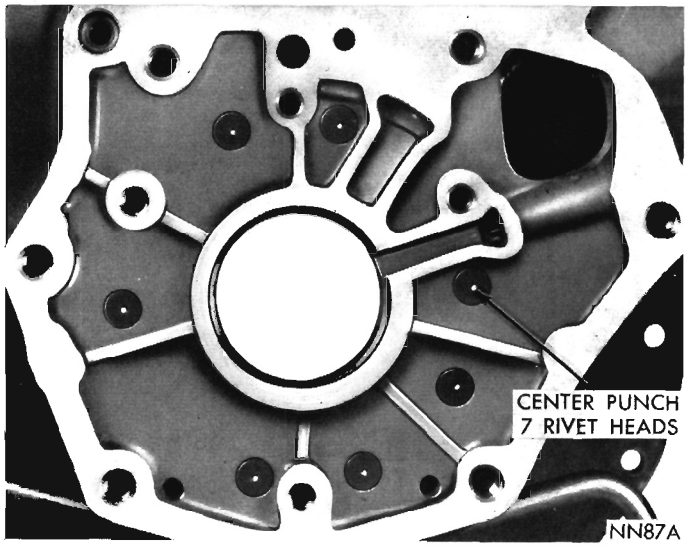

Fig. 87—Center Punch Rivet Heads (A-904)
(1) Remove four bolts securing output shaft support to rear of the transmission case. Drive support rearward out of the case with a wood block and hammer.
(2) Center punch the rivets **exactly** in center of each rivet head (Fig. 87).
(3) Drill through each rivet head with a 3/8 inch drill. **Be careful not to drill into the transmission case.** Chip off rivet heads with a small chisel, then drive rivets and cam from the case with a blunt punch of proper size.
(4) Carefully enlarge rivet holes in the case with a 17/64 inch drill. Remove all chips and foreign matter from the case, make sure cam area is free of chips and burrs.